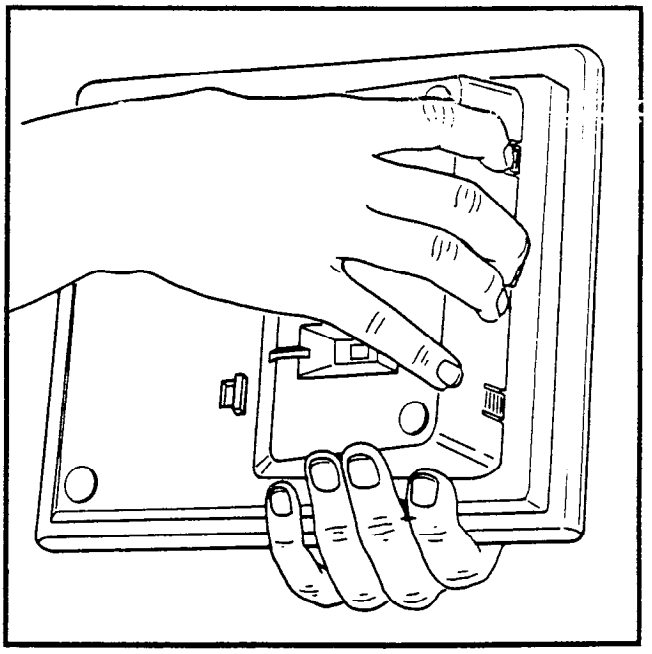

FIGURE 20—REMOVING EKT BASE
1) Disengage the locking tabs by pushing downward on the base (Figure 20), and then rotate the base 180° and insert it into the lower four locking slots.